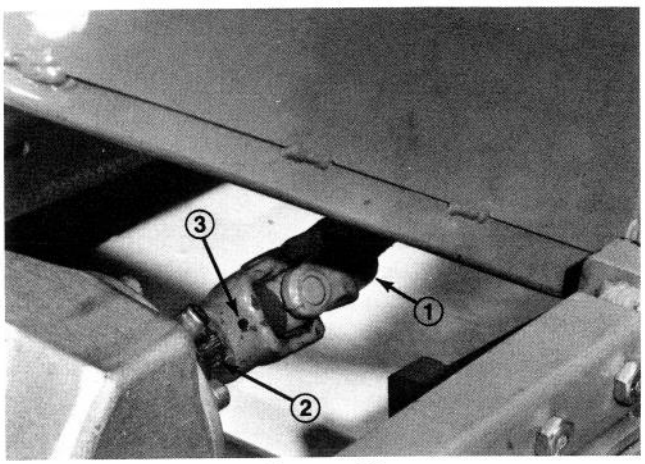

Figure 26
4. Carefully lower carrier frame. Align PTO shaft hole with gear case input shaft hole and install roll pin (Fig. 26).